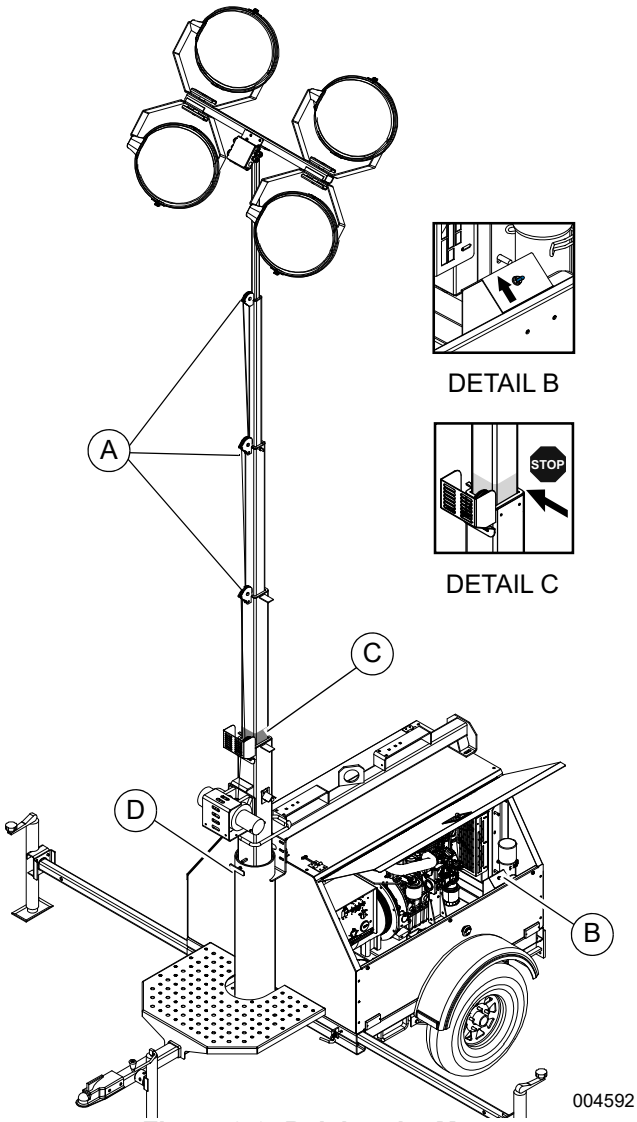

*Figure 3-3. Raising the Mast*
2. See ***Figure 3-3***. Check both sets of mast cables for excessive wear or damage. Verify the cables are properly centered in pulleys (A). Check the electrical cord for damage.